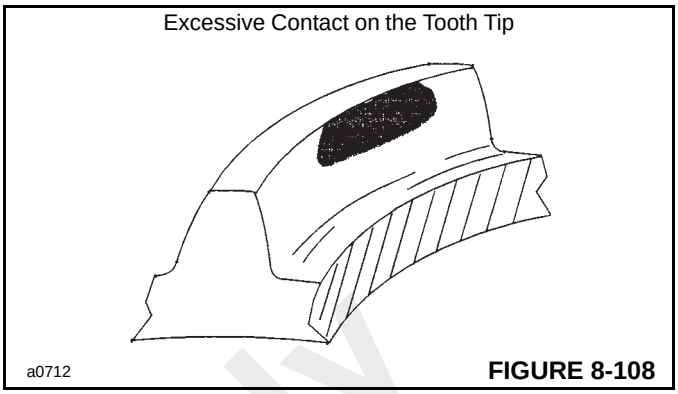

FIGURE 8-108
16. ***Excessive Contact On The Tooth Tip - Z contact***. (Figure 8-108)
Move the bevel gear away from the pinion to adjust the backlash. See Figure 8-108.